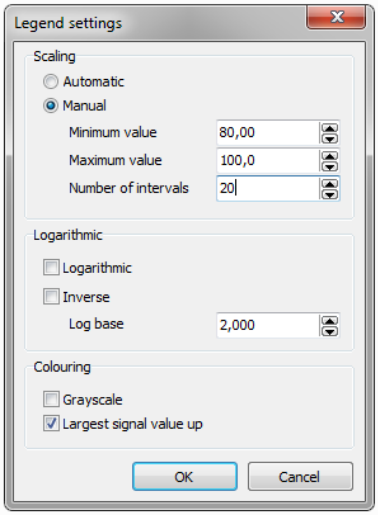

Figure 11.9 Value for settings
- Double click the legend. The *Legend settings* window pops up. Define the settings as shown in Figure 11.9.